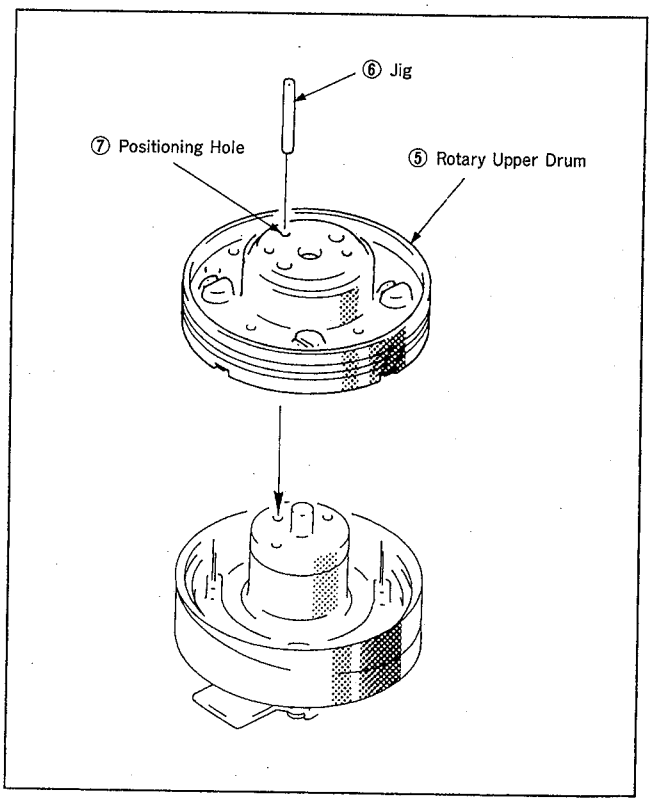

Fig. 30
1) Wipe clean the flange surface and the rotary upper drum ⑤ surface that makes contact with it, and confirm that they are free from dirt and scratches.
2) Insert the jig ⑥ (Ref. No. J-8) into the drum positioining hole, then set then set the rotary upper drum ⑤ by passing the jig through its positioning hole ⑦. (Fig.30)